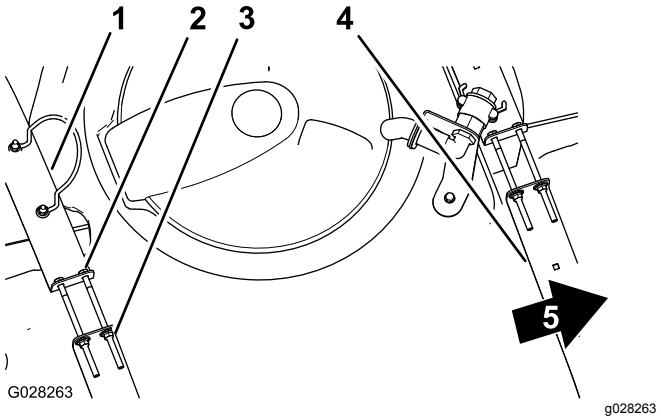

Figur 29
2. Kontrollera om det finns något spel mellan tankremmarna och tanken (Figur 29).
3. Om tankremmarna sitter löst mot tanken drar du åt flänslåsmuttrarna och skruvarna upptill på remmarna tills remmarna sitter tätt mot tanken (Figur 29).